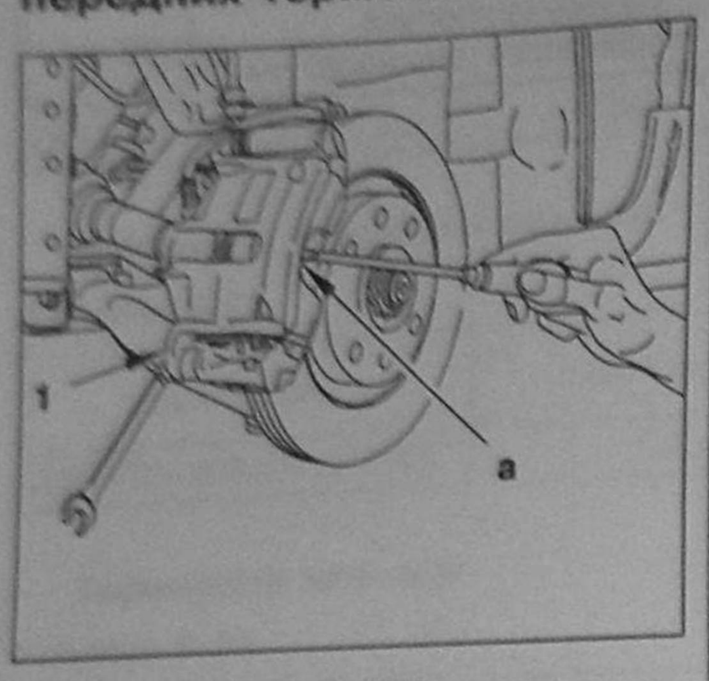

Рис. 9.152.
2. Надавите на поршень и сдвиньте его назад, рычагом в точке **a** (рис. 9.152).